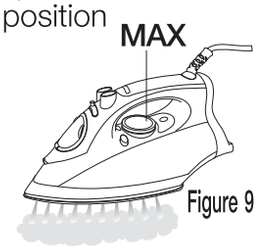

Figure 9
- Press burst button (Figure 9)